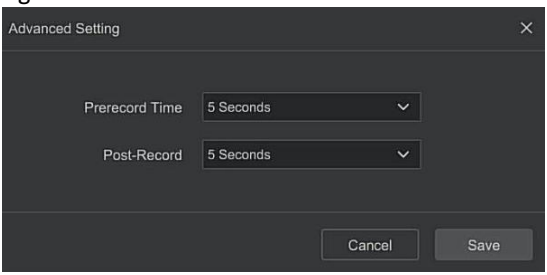

Figure 5-51
- **More Settings:** You can set the prerecord time(s) and post-record(s), as shown in Figure 5-51 below.